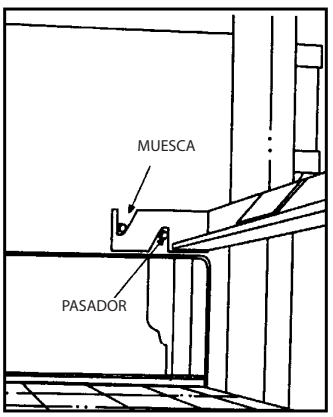

Figura 2
2. Gire los soportes del distribuidor de calor hasta que las muescas en los soportes se ajusten en los pasadores de retención. (**Consulte la Figura 2**).